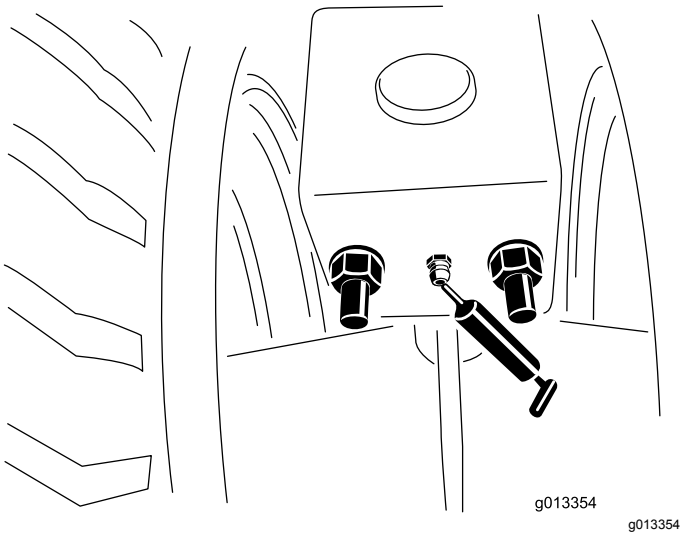

Rysunek 54
1. Oczyść smarowniczki (Rysunek 54).